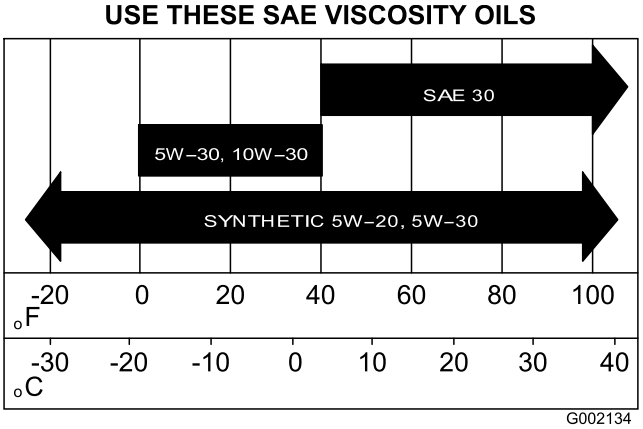

Figura 42
5. Riempite la coppa con olio specificato; fate riferimento a Figura 42 in Cambio dell'olio (Modelli 07273 e 07273TC) (pagina 35).